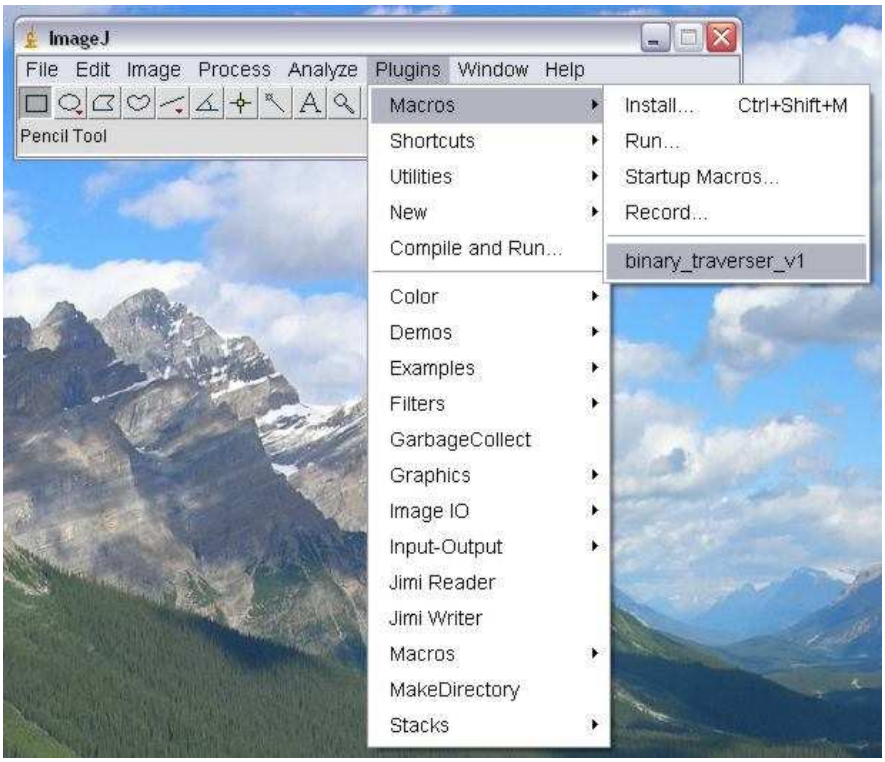

Figure B1. Loading the *binary_traverser* macro.
- Run the macro by clicking Plugins > Macro, then choose the current version of the macro at the bottom of the menu (Fig. B1).